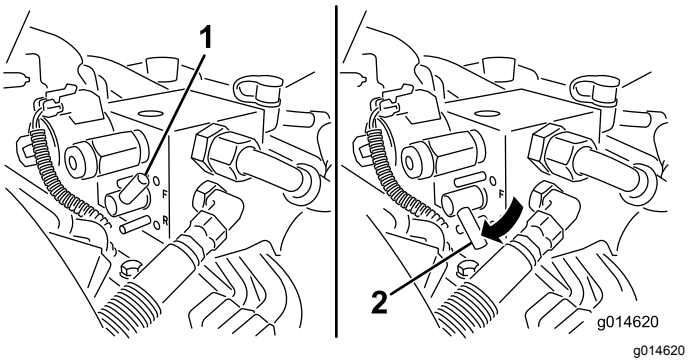

Rysunek 50
5. Ustaw dźwignię ostrzenia w położeniu OBROTÓW WSTECZNYCH (R) (Rysunek 50).